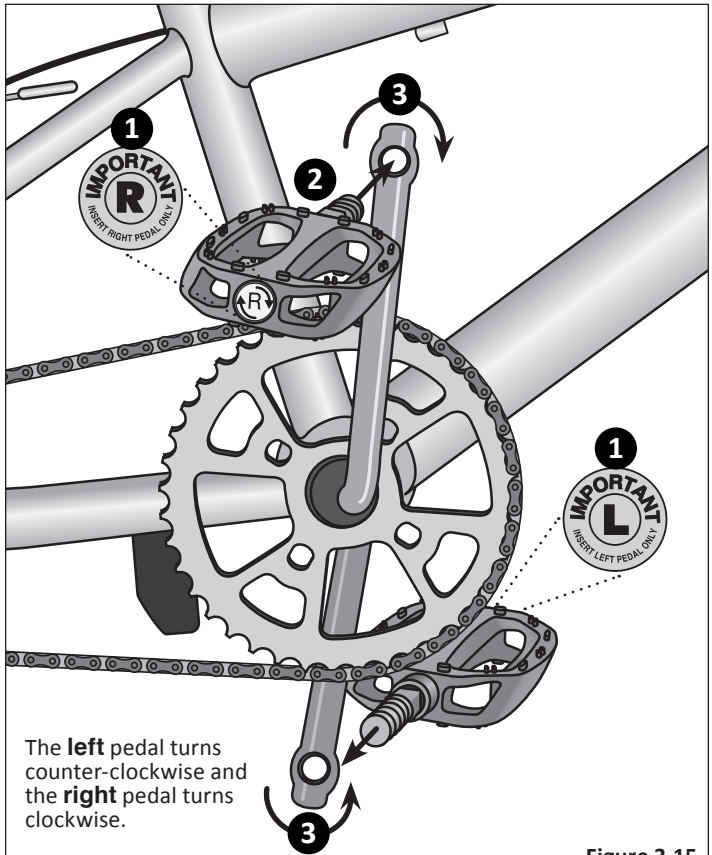

Figure 3.15
1. Match the pedal marked ***R*** with the right-hand crank arm, and match the pedal marked ***L*** with the left-hand crank arm. **Figure 3.15**